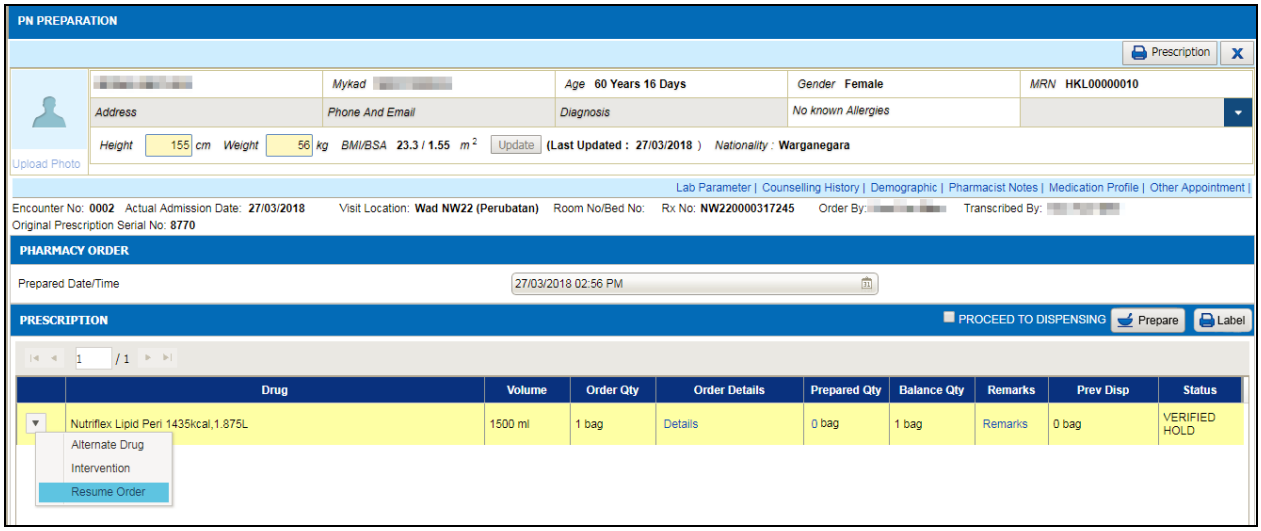

Figure 4.9-5 PN Preparation
- *Click on the button to select 'Resume Order' as per Figure 4.9-5.*